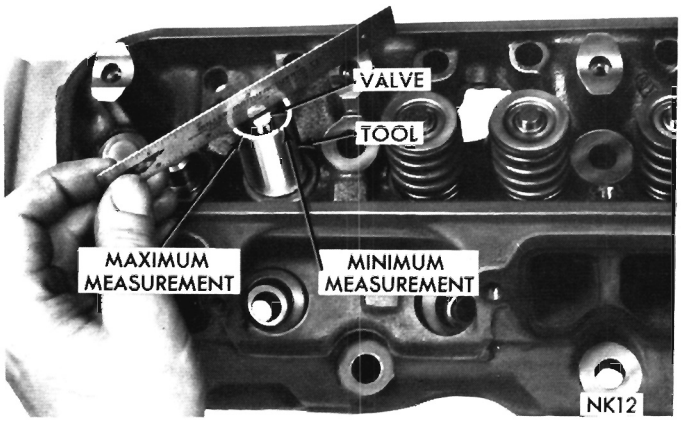

Fig. 19—Measuring Valve Stem Length
(2) If valves or seats are reground, check valve stem height with Tool C-3968 (Fig. 19). If valve is too long, grind off the tip until length is within limits.